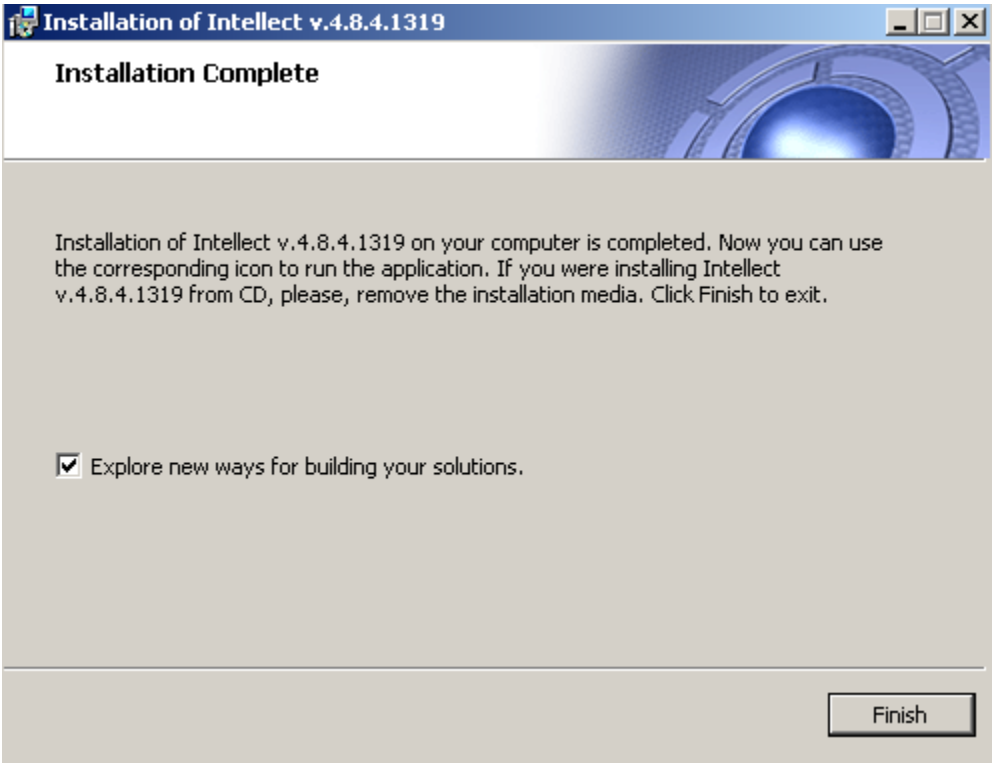

Figure 5.1-22 The "Installation Complete" dialog box
The "Installation Complete" dialog box is displayed (Figure 5.1-22).
28. Set the "Explore new ways for building your solutions" checkbox, to view thw document containing information about new features of the installed Intellect (Figure 5.1-22).
29. Click the "Finish" button (Figure 5.1-22).